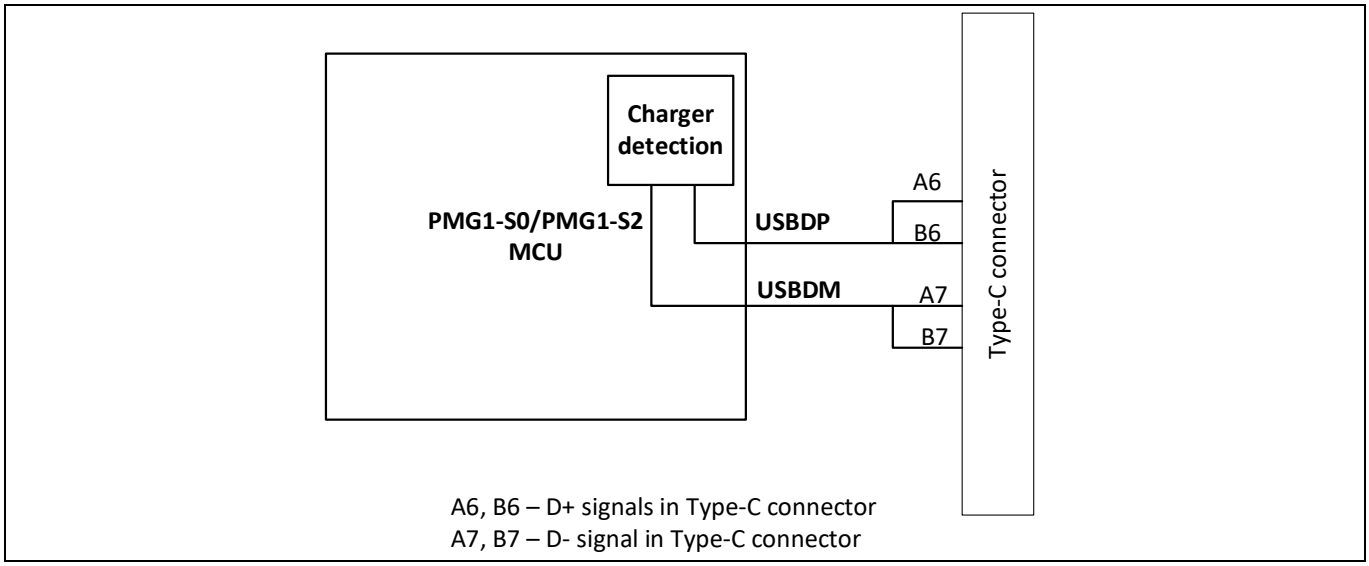

Figure 23 EZ-PD™ PMG1-S0 MCU、EZ-PD™ PMG1-S2 MCU 和 EZ-PD™ PMG1-S3 MCU 中的充电器检测
- 在 EZ-PD™ PMG1-S0 MCU、EZ-PD™ PMG1-S2 MCU 和 EZ-PD™ PMG1-S3 MCU 中，短接 Type-C 连接器的 A6 和 B6 (DP)，并将其路由到 MCU 的 USBDP 引脚。短接 A7 和 B7 (DM)，并将其路由到 MCU 的 USBDM 引脚 (**Figure 23**)。